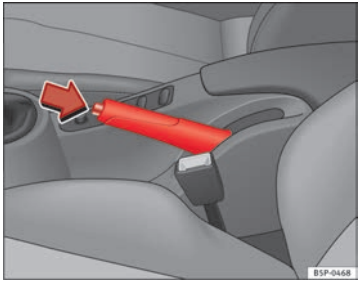

Fig. 148 Il freno a mano, ubicato tra i due sedili anteriori
– Tirare con decisione la leva del freno a mano verso l'alto ⇒ fig. 148.
– Tenendo premuto (nella direzione indicata dalla freccia ⇒ fig. 148) il tasto di sblocco, spostare prima la leva leggermente verso l'alto e poi abbassarla del tutto ⇒ ⚠.